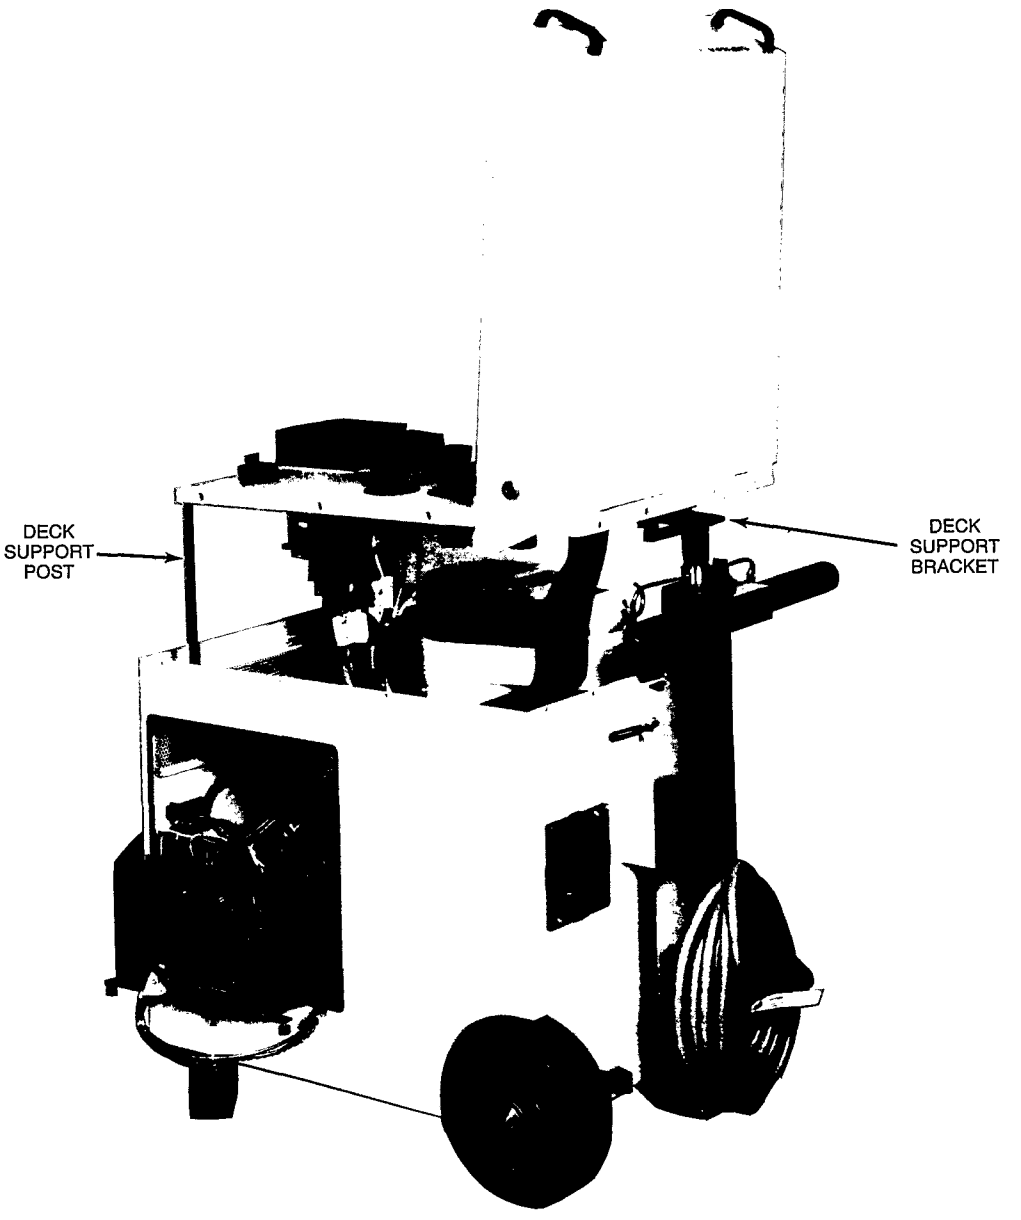

Figure 3-2, Deck raised for testing
3.2.1 RAISING DECK FOR ACCESS (See Figure 3-2.)